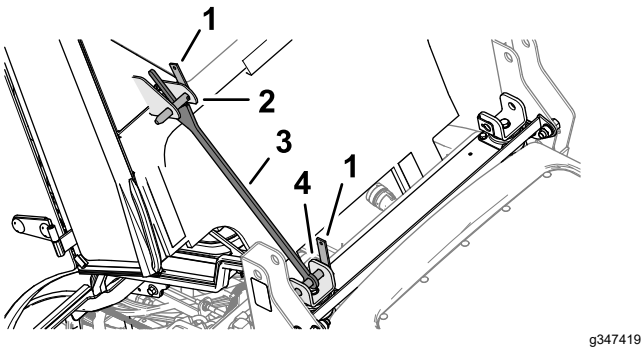

Figure 23
8. Rotate the cab support bracket toward the cab so that it aligns between the cab-frame flanges, and rests against the back of the cab frame (Figure 23).
9. Insert the other latch pin through the holes in the cab-frame flange, and secure the latch pin to the flanges with the hairpin (Figure 23).